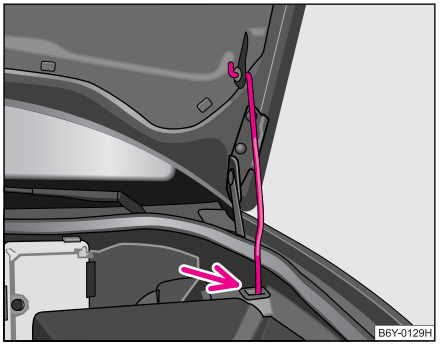

Fig. 136 Asigurarea capotei motorului cu tija de susţinere
– Ridicați tija din suport şi introduceți-o în orificiul prevăzut pentru aceasta ⇒ pagina 181, fig. 136.